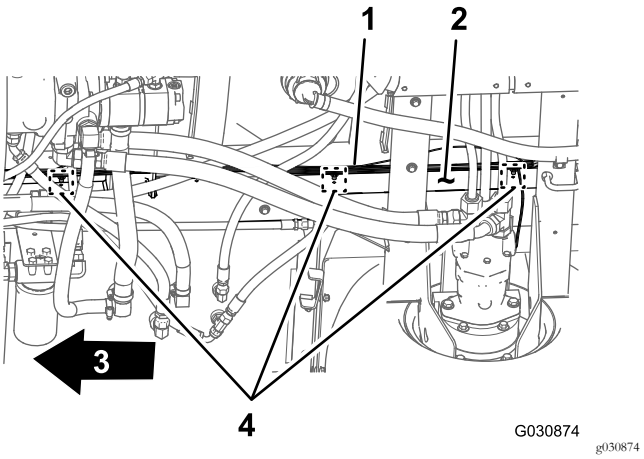

Figuur 20
3. Verwijder de 3 druknagels waarmee de achterste kabelboom bevestigd is aan de openingen in de rechter framebuis van de machine (Figuur 20).